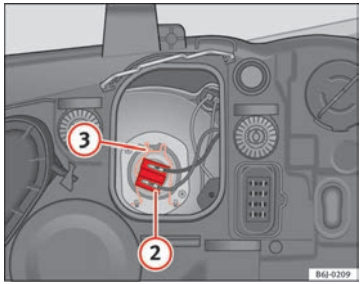

Fig. 152 Dipped beam headlights
– Remove the connector ⇒ fig. 152 (2) from the bulb.
– Unclip the retainer spring ⇒ fig. 152 (3) pressing inwards to the right.